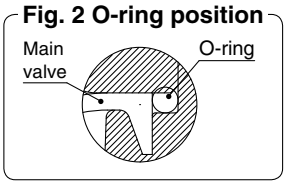

**Fig. 1 Valve position**
1) Attach the main valve (sub-valve) to the body. The main valve (sub-valve) has a predetermined mounting direction. **Assemble the valve referring to Fig. 1.**